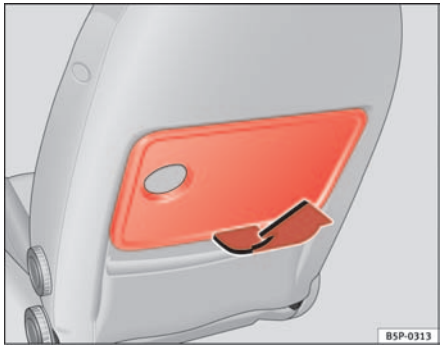

Fig. 102 Folding table on left front seat
– To open the table, open it up in the direction of the arrow ⇒ fig. 102.